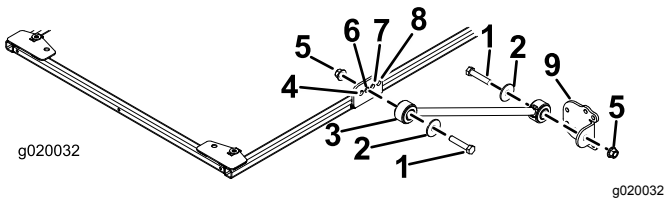

Figure 31
2. De chaque côté du cadre du pare-soleil, fixez légèrement un raidisseur dans le deuxième trou du support de raidisseur à l'aide d'un boulon (1/2" x 2-1/2"), d'une rondelle (1/2") et d'un écrou à embase (1/2"), comme montré à la Figure 31.
3. Fixez légèrement un support à chaque raidisseur à l'aide d'un boulon (1/2" x 2-1/2"), d'une rondelle (1/2") et d'un écrou à embase (1/2"), comme montré à la Figure 31.